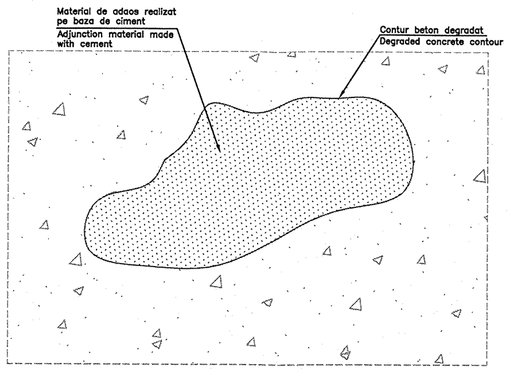
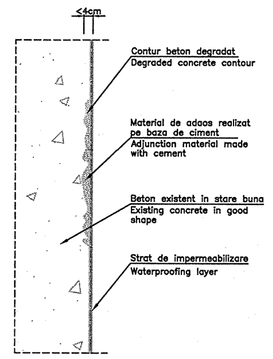

FIG. 1 MARCAREA SUPRAFETEI DEGRADATE
FIG. 2 SECTIUNE PRIN SUPRAFATA REPARATA
11. Se finiseaza suprafata reparata si/sau se trateaza eventualele defecte dupa decofrare conform remedierilor tip DS (fig.1 si fig.2);